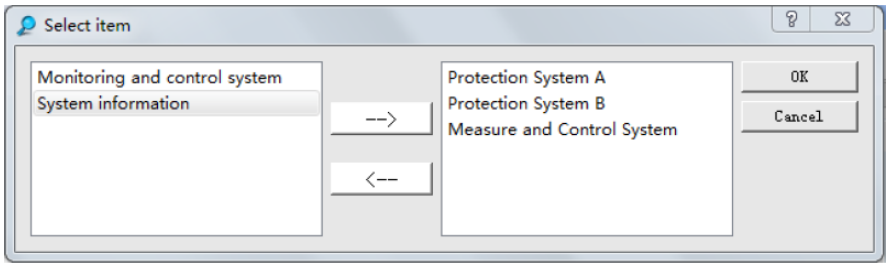

Figure 3-17: Query condition selection
As shown in **Figure 3-17** query condition selection. It's the same way to set CPU and type as selecting device. Time settings can be adjusted up or down by using the arrow on the right, or using the keyboard to modify it.
- User can print the results by using the **"Print"** button. According to the needs, user can select the column name, the time of events or the content to print. Selection procedure is similar to **Figure 3-17** query condition selection.